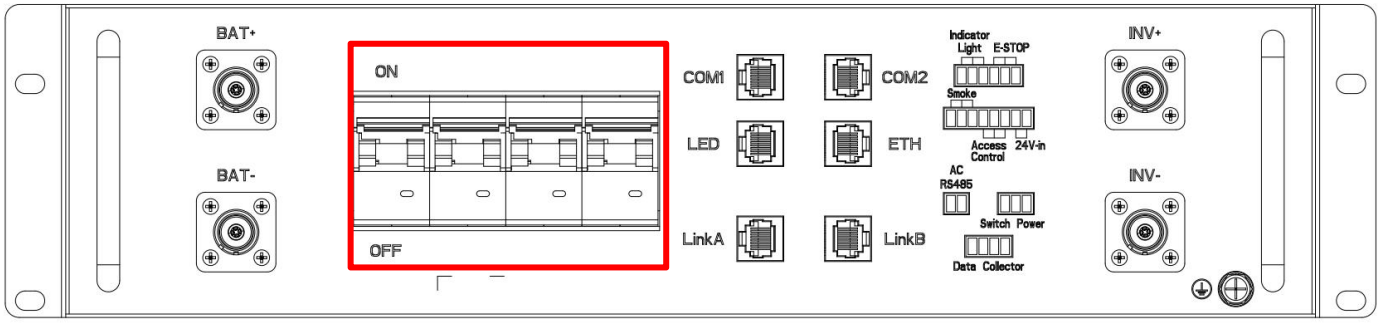

Figure 6.2.2.1 Opening the Air Circuit Breaker
Step 2: Open the front door and set the control box circuit breaker to the ON position (Figure 6.2.2.1).
Step 3: Press the POWER button on the front door for 3 seconds. The green operation indicator will flash steadily once per second until the battery completes startup (Figure 6.2.2.2).